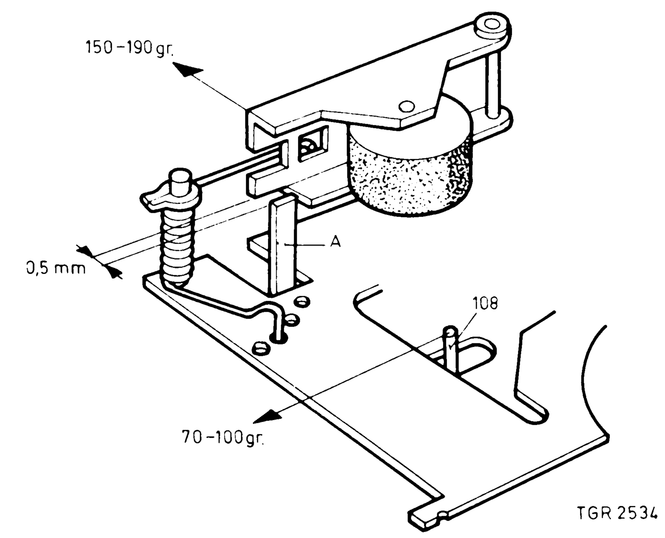

Fig. 5
Checking the pressure force of pressure roller 68 (see Fig. 5)
Checking the winding friction 133 (Fig. 5)
- If the current increase is less than 8 mA, the pressure of the pulley of idler bracket 133 onto the right-hand turntable must be reduced to min. 70 grammes (see Fig. 5).
- If the current increase is more than 16 mA the pressure must be increased to max. 100 grammes (see Fig. 5).
Controle van de aandrukkracht van drukrol 68 (zie fig. 5)
Controle van de opspoelfrictie 133, fig. 5